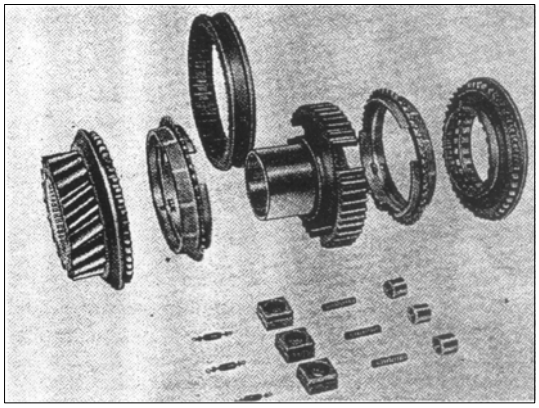

РИС. 216
4) Снимите 3 сухаря и нажимные пружины (если они есть) со ступицы синхронизатора (см. рис. 216).